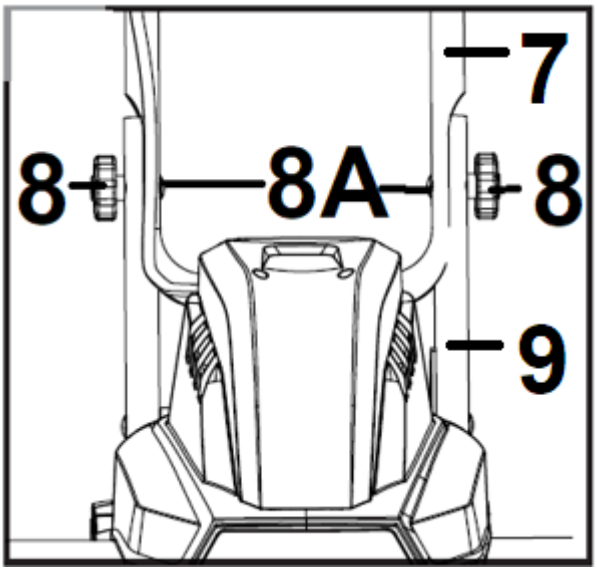

Rys. 5
1. Umieść na dolnym uchwycie (Rys. 5, poz. 9) uchwyt środkowy (Rys. 5, poz. 7) i zabezpiecz go za pomocą 2 nakrętek motylkowych (Rys. 5, poz. 8) i 2 śrub (Rys. 5, poz. 8A).